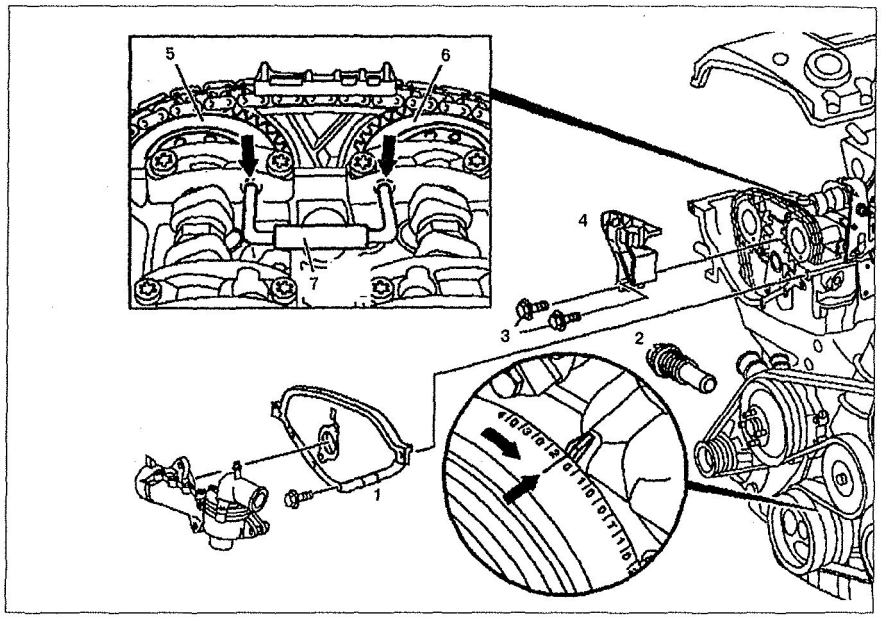

Рис. 2.12. Скользящий рычаг цепного привода:
1. Снимите крышку **1** с головки блока цилиндров (см.рис.2.12).